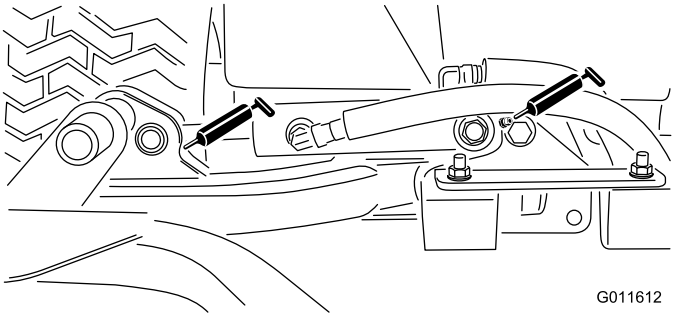

Figur 30
- Klippenhetens lyftarmscylindrar (2 var) (Figur 30)
- Lyftarmens svängtappar (1 var) (Figur 30)